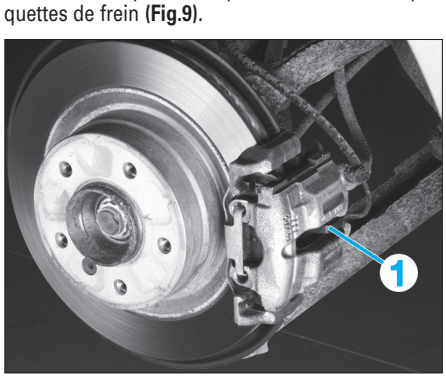

Fig. 9
• Côté droit, déposer le capteur d'usure (1) des plaquettes de frein **(Fig.9)**.